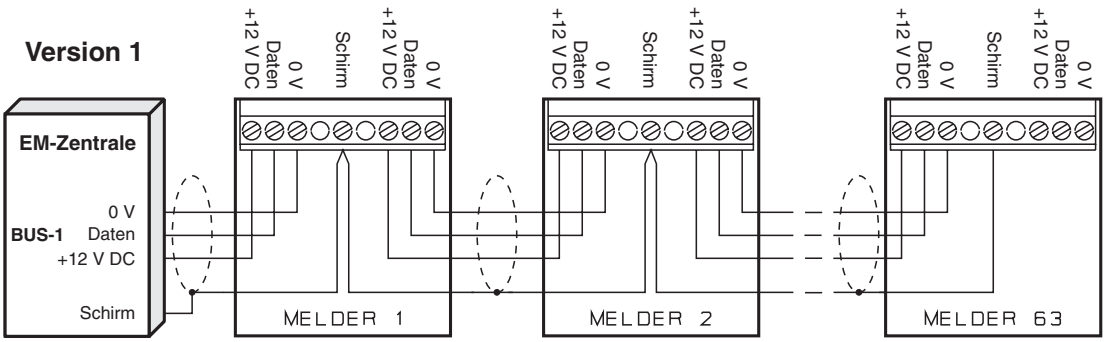
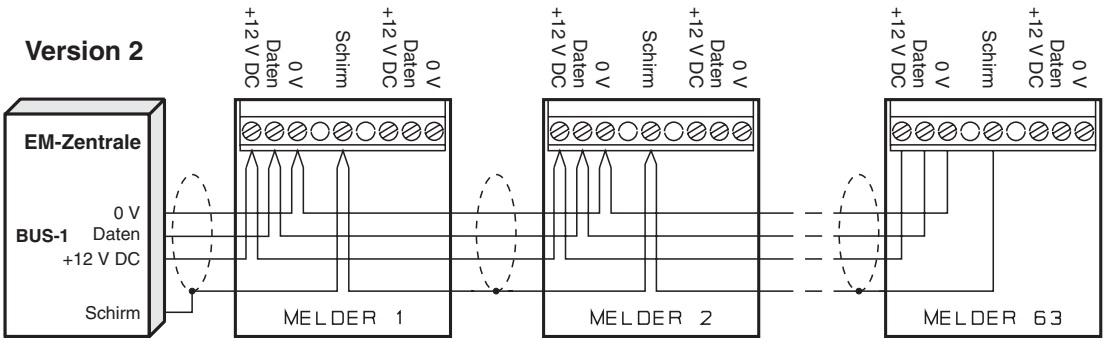

Abb. 7
Abb. 8
4. Verdrahtungsschema (Abb. 7 u. 8)
Bei der **Version 1** (Abb. 7) ist bei abgezogenem Melder die Spannungsversorgung für die restlichen BUS-Teilnehmer unterbrochen. Falls dies nicht gewünscht wird, kommt die **Version 2** (Abb. 8) zum Einsatz.